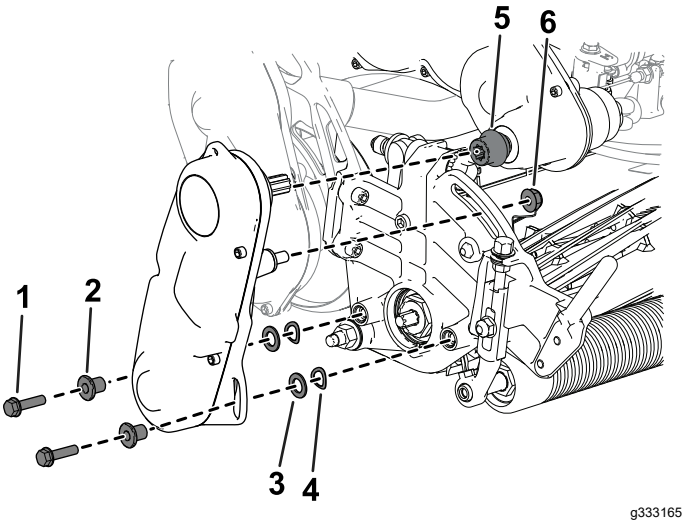

Rysunek 46
6. Zamocuj zespół napędu wrzeciona do płyty bocznej jednostki tnącej z wykorzystaniem odkręconych wcześniej śrub imbusowych, podkładek i elementów dystansowych (Rysunek 46).
Upewnij się, że wał napędowy zespołu napędu wrzeciona jest zamocowany do łącznika wału napędowego przekładni (Rysunek 46).